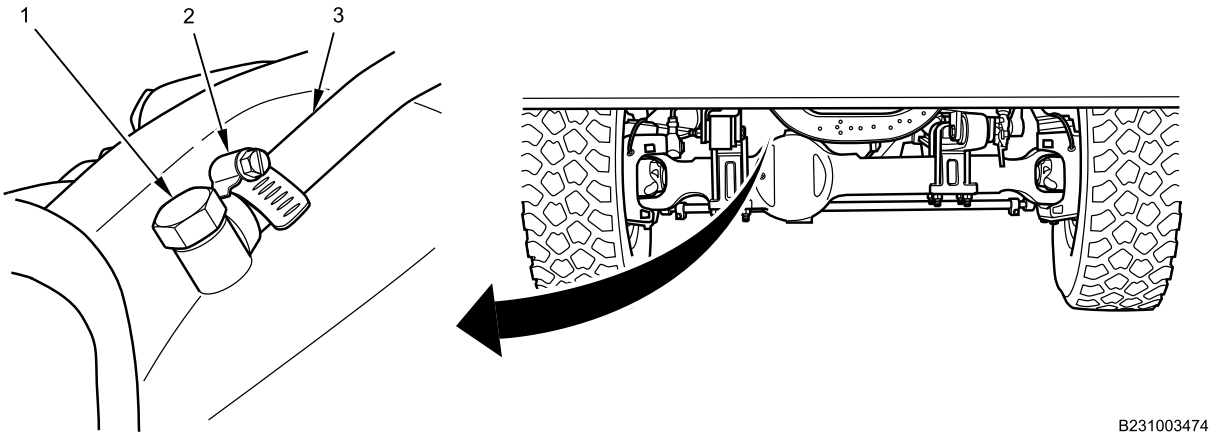

Figure 4. Vent Tube Disconnection.
5. Release clamp (Figure 4, Item 2) and remove vent hose (Figure 4, Item 3) from breather fitting (Figure 4, Item 1).